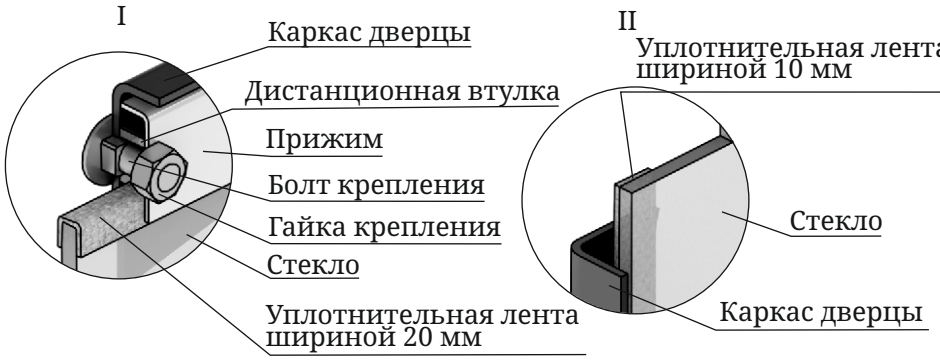

Рисунок 11. Крепление светорозрачного экрана дверцы модели «Витра»
1. Отверните две гайки, фиксирующие прижим (рисунок 11.I), демонтируйте его и дистанционные втулки.
3. Возьмите новое стекло. Если на нем нет уплотнительных лент, наклейте их, лента шириной 20 мм наклеивается сверху и снизу стекла «П» — образно (рисунок 11.I), лента шириной 10 мм наклеивается вертикально, вдоль боковых сторон стекла (рисунок 11.II).
4. Вставьте стекло в упор, при этом лента, наклеенная с боковых сторон (вертикальная) должна быть зажата между стеклом и каркасом дверцы (рисунок 11.II).
Внимание! Гайки, фиксирующие прижим накручиваются на болты крепления через дистанционные втулки (рисунок 11.I).